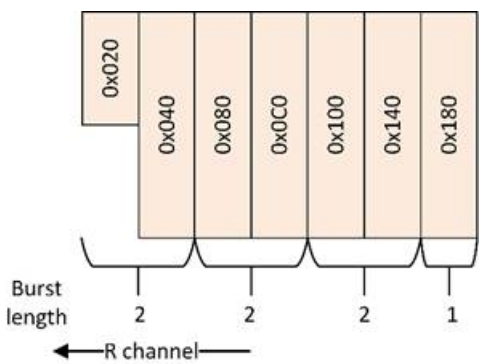

Figure 8.26: Memory Read Request split - burst length limited to 2 beats with selected configuration or by 128-byte MPS
- Hitting limit of maximum number of beats within burst. See *Figure 8.26*.
- Maximum Payload Size setting, that limits size of PCIe Completion. For example, 128 bytes, see *Figure 8.26.Figure 8.26*